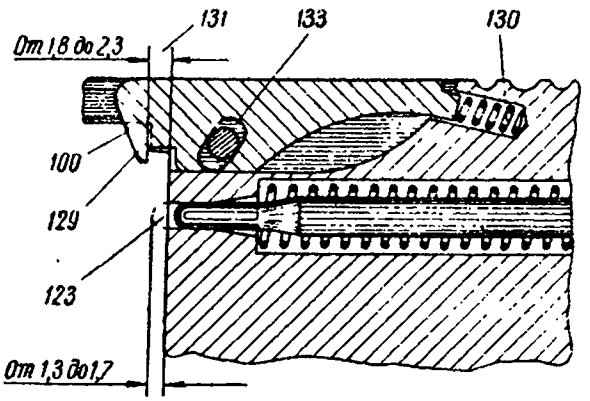

Рис. 38
2. Забитость скоса выбрасывателя (*100* на рис. 38). Осмотреть выбрасыватель. На переднем скосе выбрасывателя не должно быть следов наклепов и заминов.	Зачистить плоским надфилем подъем металла на месте забитости, если прочность выбрасывателя при этом не нарушается. Если при подчистке размеры зацепа выбрасывателя уменьшаются, то заменить выбрасыватель.
ника в торец цилиндрического стержня, зажатого в губках тисок так, чтобы задний обрез ударника был утоплен заподлицо со стенкой выема в затворе. При этом положении правой рукой измерить прибором (приложение 3, рис. 27) величину выхода бойка (*123* на рис. 38). Выход бойка ударника относительно дна чашечки затвора должен быть от 1,3 до 1,7 *мм*.
1. Излом зацепа выбрасывателя (*129* на рис. 38). Зацеп выбрасывателя не должен иметь следов скрошенности и наминов.	Заменить выбрасыватель запасным. Если на зацепе выбрасывателя имеются наминны, то зачистить плоским надфилем подъем металла.
2. Осадка пружины выбрасывателя (*130* на рис. 38). Проверить соединение выбрасывателя с затвором, нет ли шатания. Пружина выбрасывателя должна энергично удерживать выбрасыватель в крайнем переднем положении.	Заменить пружину выбрасывателя запасной.
1. Износ зацепа выбрасывателя (*129* на рис. 38). Проверить расстояние между зацепом выбрасывателя и дном чашечки затвора. Выход зацепа выбрасывателя относительно дна чашечки должен быть в пределах 1,8—2,3 *мм* (*131* на рис. 38).	Подобрать выбрасыватель из числа запасных и проверить его посадку прибором.
Причина слабой посадки шпильки: Износ шпильки и отверстия в затворе (*133* на рис. 38).